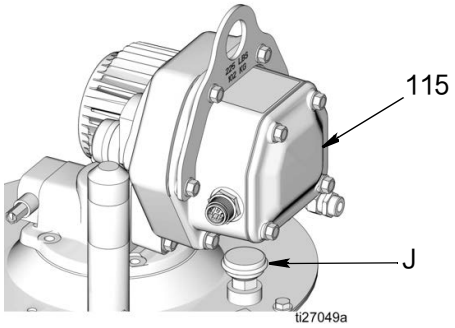

图 51
注意：正确安装泵后，呼吸器 (J) 将低于控制箱 (115)，如图 51.